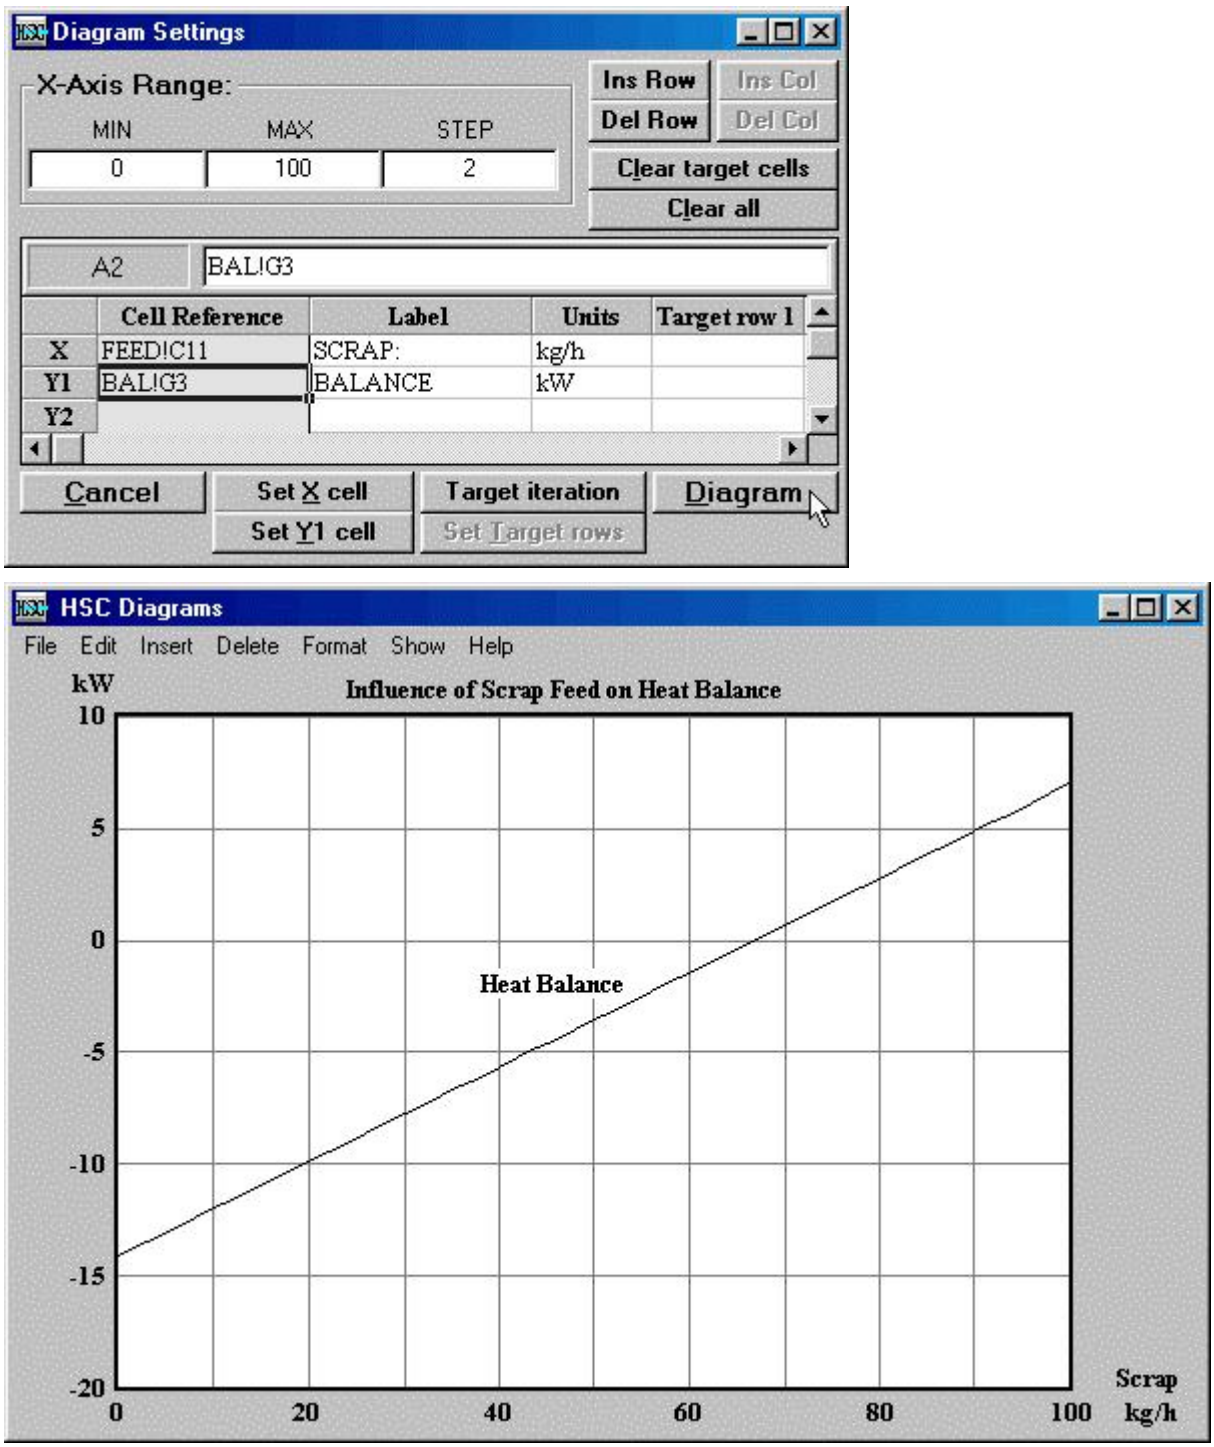

Fig. 9. Simple heat balance diagram.
5. Fill the Diagram Settings as shown in Fig. 9. You must specify the MIN, MAX and STEP values for the X-Axis. You can also specify the cell references, labels and units manually in this form.
6. Press **Diagram** to create the tabular data for the diagram and **Diagram** once again to see the final diagram, Fig 9.
From the diagram shown in Fig. 9 you can see that roughly 68 kg h of scrap is needed to adjust the heat balance to zero. Notice that the units in the diagram are kg h and kW.